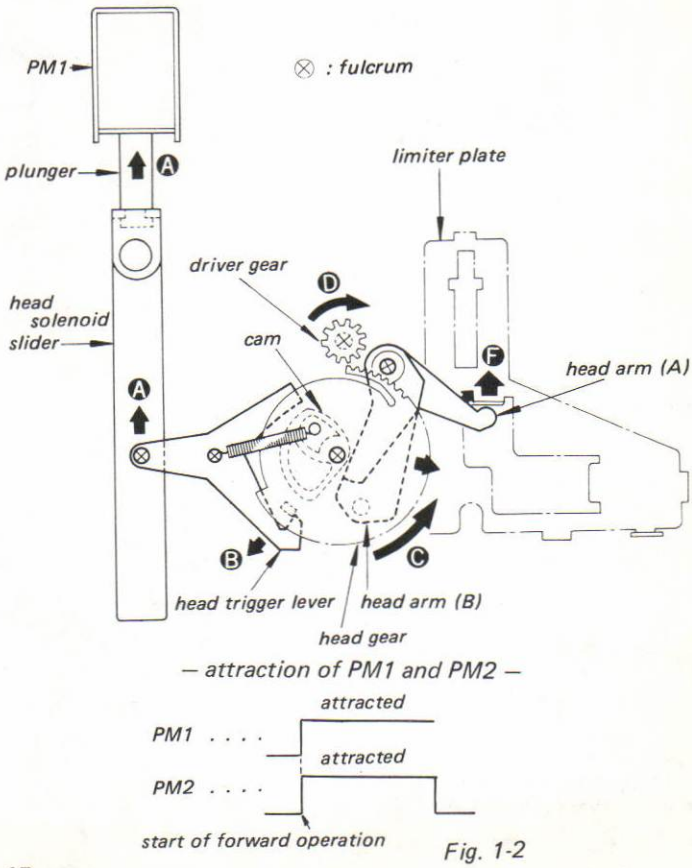

Fig. 1-2
**Head Deck Drive during forward mode.** See Fig. 1-2.